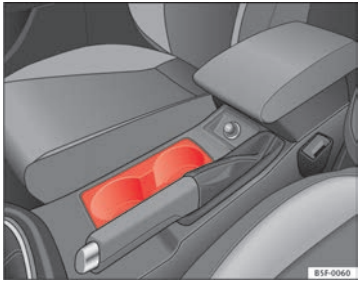

Fig. 79 Centre console: Front drink holders
– Place drinks in the holder ⇒ Fig. 79. Placement of two drinks is possible. There is also the possibility of placing larger plastic bottles in the trims of the doors.